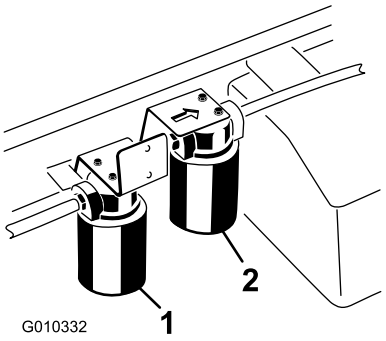

Figura 71
5. Collocate una bacinella di spurgo sotto il filtro, e togliete il filtro (Figura 71).
4. Pulite la superficie circostante il filtro ad alto flusso (Figura 71).